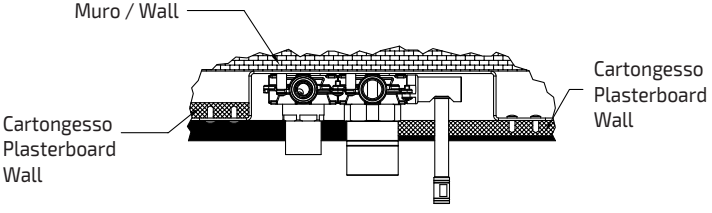

Fig.02
- Verlegen Sie den Warmwasseranschluss, den Kaltwasseranschluss, den Stromanschluss (6 V oder 230 V) und deren Ausgänge, sofern vorhanden, wie in der Abbildung dargestellt (Abb. 02).